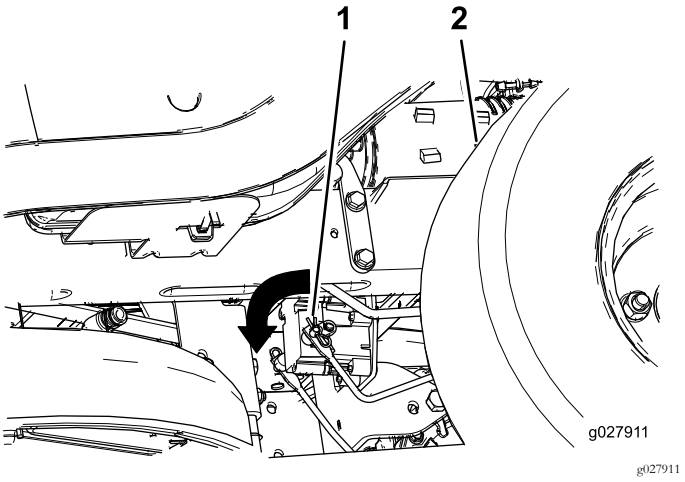

Figuur 50
3. Zoek de as van de elektrische rem waar de verbindingsarmen gekoppeld zijn (Figuur 50).